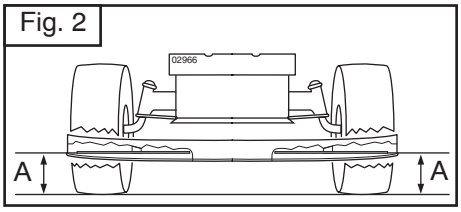

Fig. 2
3. Stellen Sie die Klinge an beiden Seiten des Mähers seitlich und messen Sie den Abstand (A) von der unteren Klingenkante zum Boden. Der Abstand sollte auf beiden Seiten gleich sein (Fig. 2).